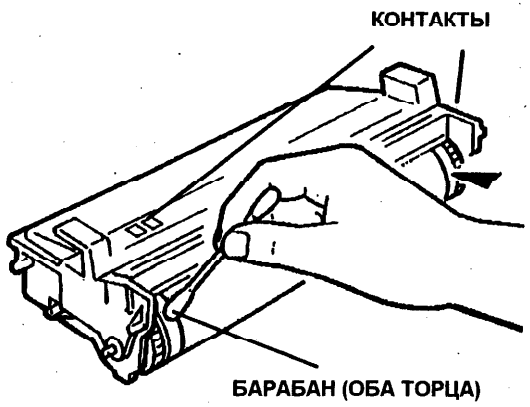

Рис. 12. Модуль барабана
a. Осмотрите или с помощью ватного тампона очистите контакты сверху и сзади модуля барабана (Рис. 12).
b. Осмотрите или с помощью ватного тампона очистите оголенные металлические торцы барабана (Рис. 12).